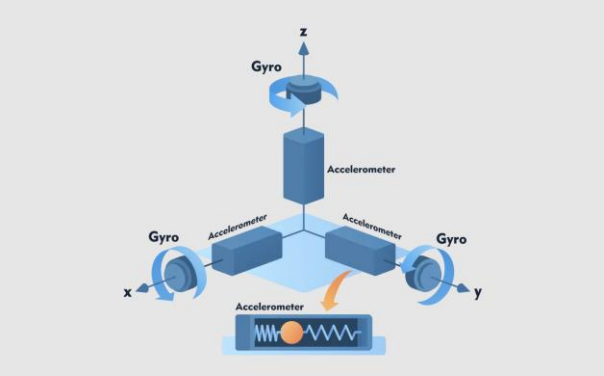

Figura 1. Esquemático de una unidad de medida inercial (IMU).
- *Tecnología (MEMS)*: La mayoría de los acelerómetros IMU modernos son sistemas microelectromecánicos (MEMS), que utilizan una pequeña "masa de prueba" sobre resortes para detectar el movimiento a través de cambios en la capacitancia (ver figura 1).